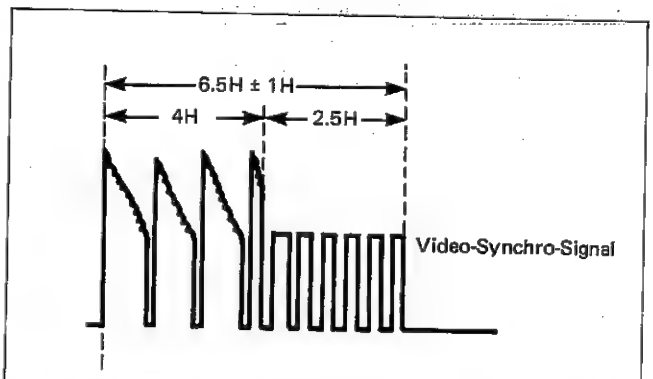

Abb. 53 Prüfung und Abstimmung des Aufnahme-Schsltpunkts
3) Auf (+) Steigungs-Grigger-Betrieb einstellen und R 728 (REC PHASE) so abstimmen, daß die Bedingungen in Abb. 53 erzielt werden.